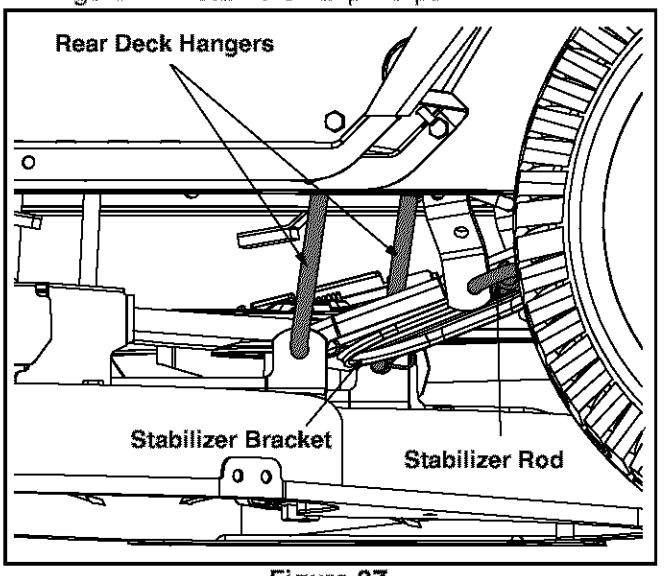

Figure 27
- Remove the hairpin clips which secure the rear deck hangers to the deck stabilizer bracket. See Figure 27. Retain the hairpin clips.
NOTE: *For normal service and maintenance, the deck stabilizer bracket doesn't need to be removed from the tractor. If removing the cutting deck in order to mount a Snow Thrower attachment, however, the stabilizer bracket must be removed. To do so, simply remove the hairpin clip which secures the stabilizer rod to the stabilizer bracket. See Figure 27.*